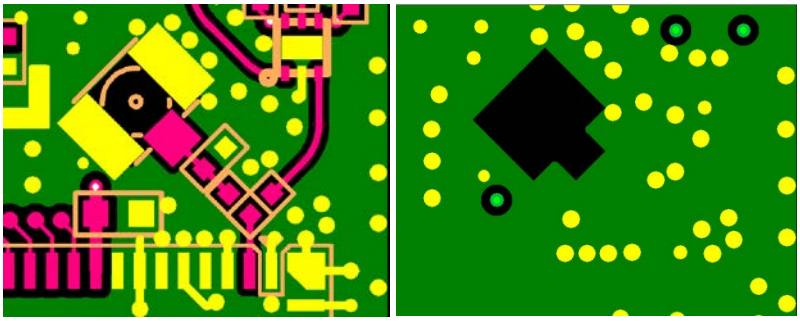

Figure 10: Top layer (left) and inner layer (layer 2) (right)
- Location of the decoupling capacitor. As shown on Figure 10, the bypass capacitor should be placed as recommended.